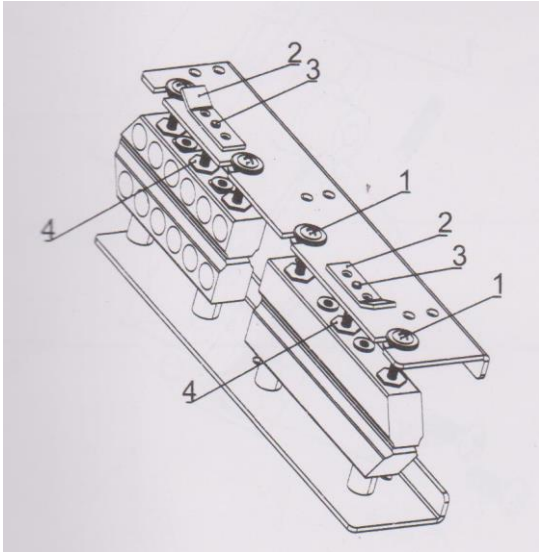

Рис. 5
1. Снимите защитную крышку. После того, как нагревательные элементы остынут, поверните верхний нагревательный элемент и верхний охлаждающий элемент вверх на 90°, и поднимите обе детали. Ослабьте пружину молета и среднего прижимного колеса. Снимите направляющую ленту, чтобы заменить упаковочную ленту (см. рис. 5).